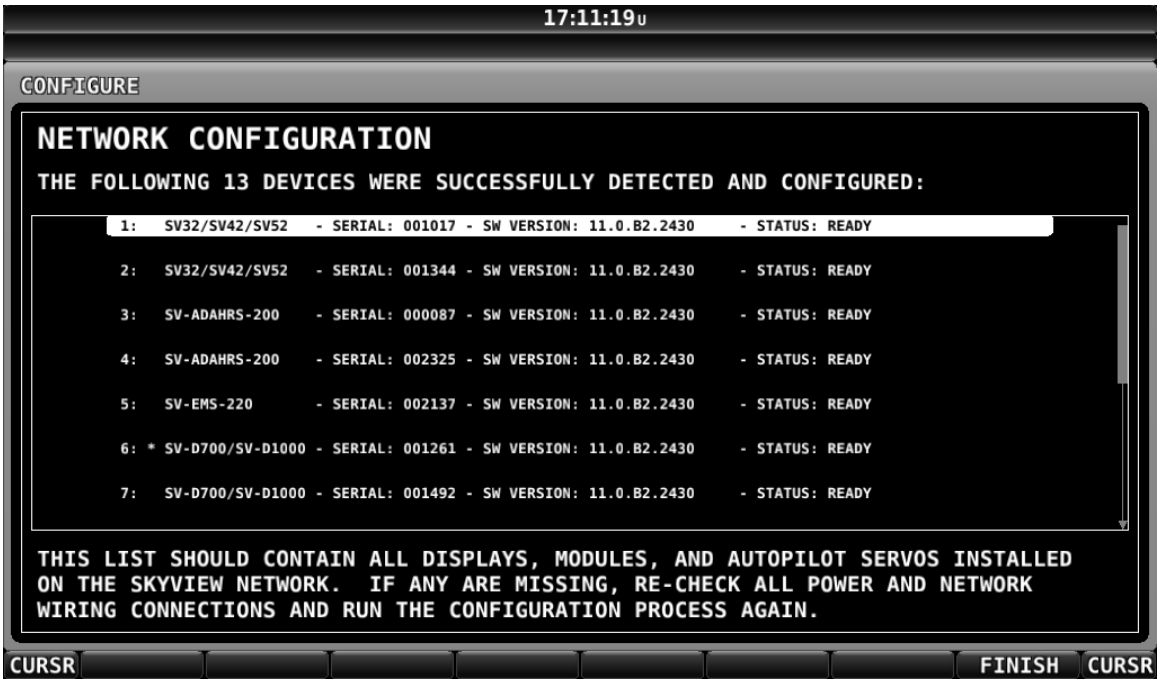

Figure 34 – Successful SkyView Network Configuration Screen
3. *Press DETECT.* A successful network configuration yields the screen in Figure 34 (depending on the units installed, your SkyView system's network devices will look different and display different Software versions).